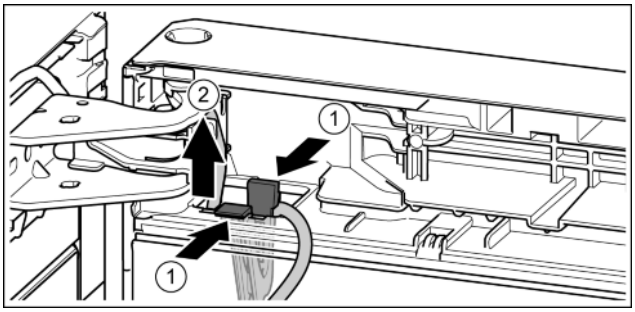

Fig. 23
- ▶ Lasche drücken. *Fig. 23 (1)*
- ▶ Kabelhalter mit daran befestigtem Kabel herausziehen. *Fig. 23 (2)*